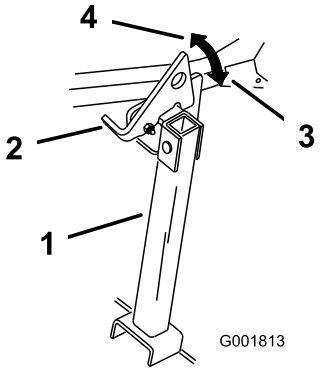

Figur 43
2. Løft klinken til ulåst position (Figur 43).